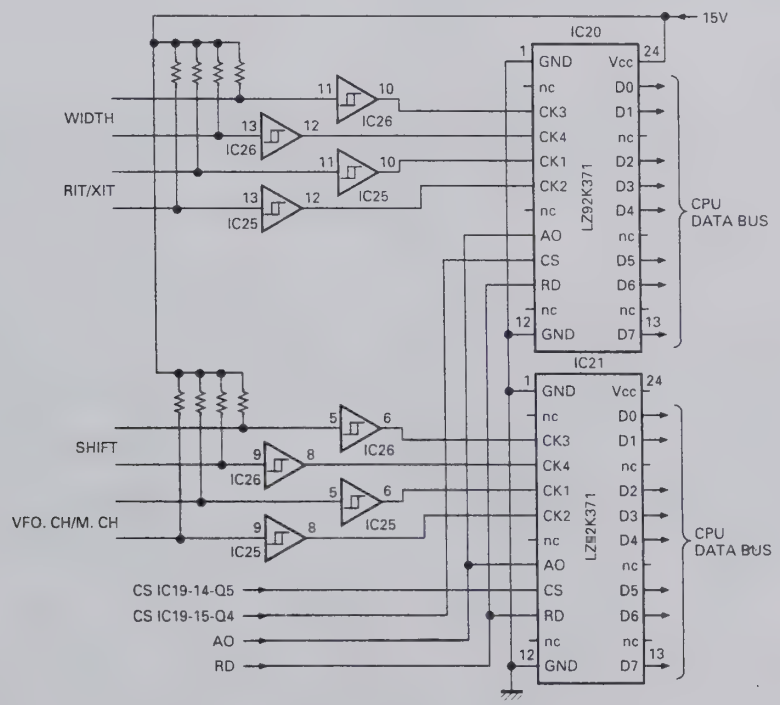

Fig. 13 Encoder circuit
The other encoder pulses enter the gate array (IC20 and IC21 : LZ92K371), and are read through the main CPU data bus. The gate array is selected by the latch (IC19 : TC74VHC573F) Q4 and Q5. The CK1, CK2 or CK3, CK4 encoder is selected by A0 of the gate array. Encoder data is output to D0 to D7 by making the read signal (RD) LOW when the chip select (CS) signal is LOW. IC25 and IC26 absorb encoder pulse chattering. (Figure 13)